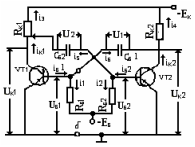

Рис. 1.3
10. Описать принцип работы мультивибратора с КБ связями и дополнительным источником смещения (рис.1.3).